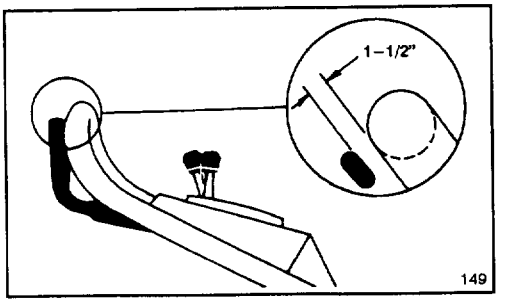

Figure 17
4. Lift control bar until some resistance is felt. Control bar should be 1–1/2" from handle when properly adjusted (Fig. 17).